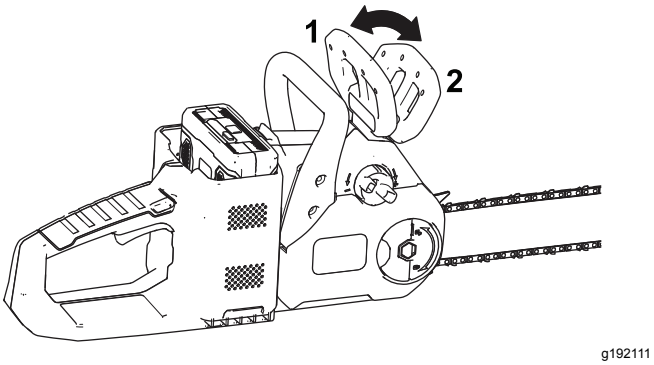

Figura 27
2. Ponga el freno de la cadena moviendo el freno de la cadena hacia adelante a la posición de PARADA (Figura 27).
4. Quite el freno de la cadena moviendo el freno de la cadena hacia atrás, a la posición de MARCHA (Figura 27).
2. Afloje sin retirar la tuerca mariposa de la tapa (Figura 27).